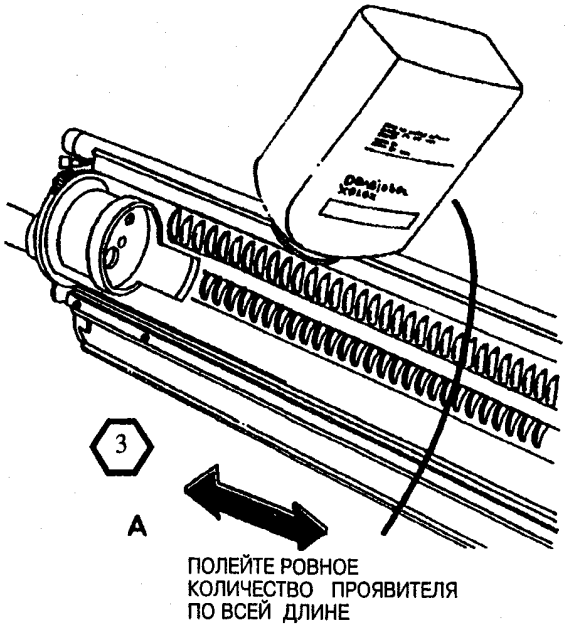

Рис. 5. Установите проявитель
9. (Рис. 5): Установите проявитель и занесите номер порции в журнал машины.